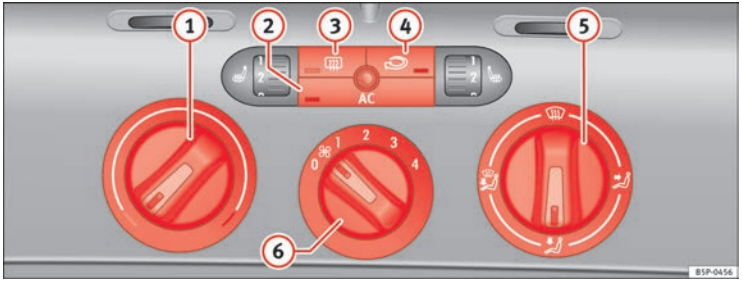

Fig. 108 On the dash panel: Climatic controls
– Using the controls ⇒ fig. 108 (1) and (5) and the control (6) you can set the temperature, air distribution and the turbine speed.
– To switch a function on or off, press the appropriate button (2), (3) or (4). When the function is activated, the display window in the lower corner of the button is lit.
(1) Temperature selector ⇒ page 146
(2) Button AC – Heating, ventilation and air-conditioning system on/off ⇒ page 146
(3) Button – Rear window heating. The heating will be switched off automatically approximately *20 minutes* after switching on. It can also be switched off beforehand by pushing the button.
(4) Button – Air recirculation mode ⇒ page 147
(5) Air distribution control ⇒ page 146
(6) Blower switch. There are four speed settings for the air flow. The air flow should always be set at the lowest speed when driving slowly.
– Switch on the air conditioning using the button ⇒ page 145, fig. 108 AC.